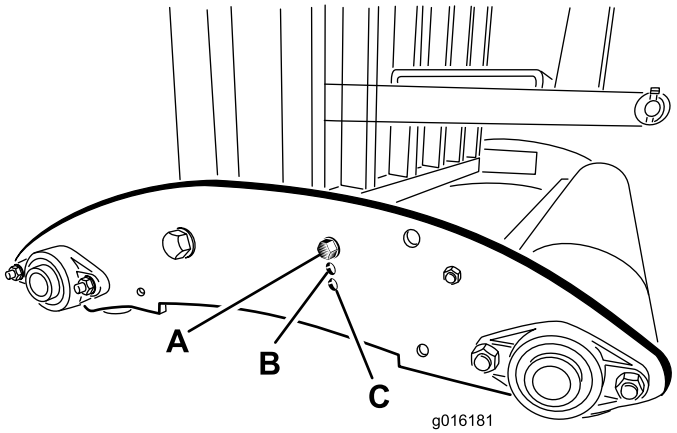

**Figur 30**
**Obs:** På modellerna SR54–S och SR70–S monteras röränderna vid den nedre sidoplåtens monteringshål om luftarpinnsdjupet på luftaren är inställt på position A (Figur 30). Använd de övre monteringshålen till djupinställningspositionerna B eller C.